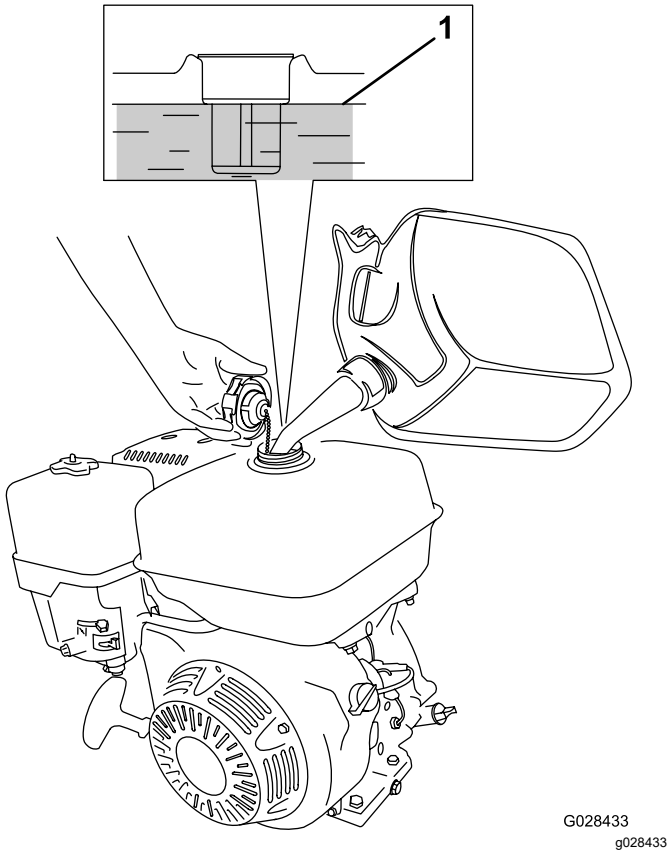

Figuur 17
1. Reinig de omgeving van de tankdop en verwijder de dop (Figuur 17).